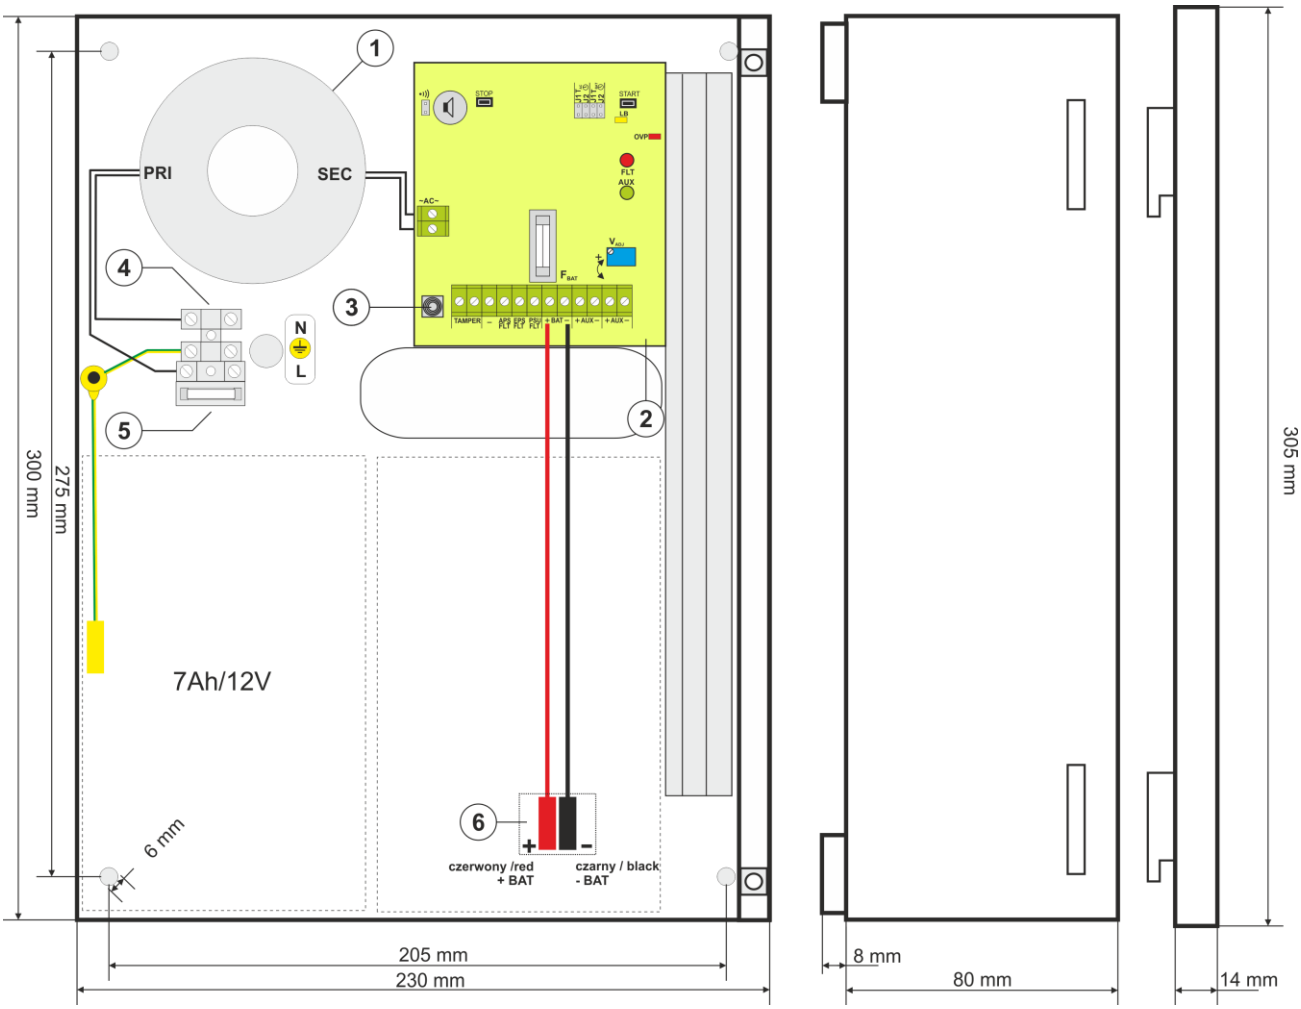

Rys.3. Widok zasilacza.
Tabela 2. Elementy zasilacza (patrz rys. 3).
Mocowanie	Patrz rysunek 3
7. Zamontować akumulator w wyznaczonym miejscu obudowy (rys. 3). Wykonać połączenia między akumulatorem a płytą zasilacza zwracając szczególną uwagę na zachowanie odpowiedniej biegunowości.